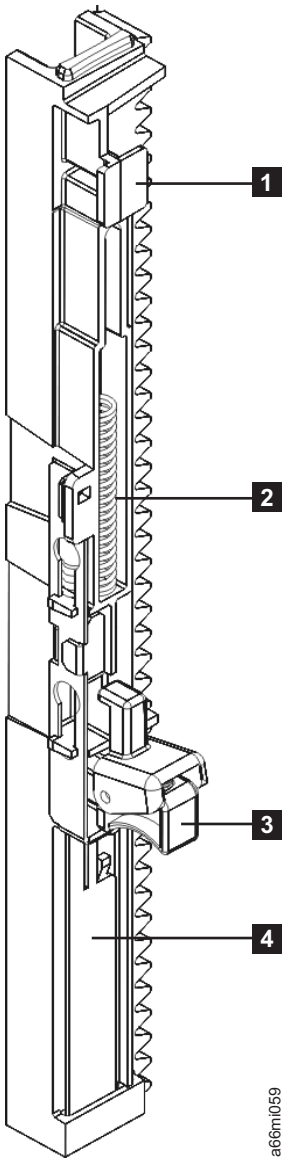

Figure 7-133. Gear rack (detail)
Note: Don't lose the spring (2 in Figure 7-133 on page 7-118) that is recessed in the gear rack slot.
2. Using your thumb, push the metal slide (4 in Figure 7-133 on page 7-118) toward the gear rack locking mechanism (3 in Figure 7-133 on page 7-118) and hold it in place while inserting the black tab (1 in Figure 7-133 on page 7-118) and locking mechanism into the keyhole slots in the library chassis.
4. Bend the small metal tab (**1** in Figure 7-133) in slightly to prevent the gear rack from moving down too far.
4. Bend the small metal tab (**1** in Figure 7-133 on page 7-118) in slightly to prevent the gear rack from moving down too far.